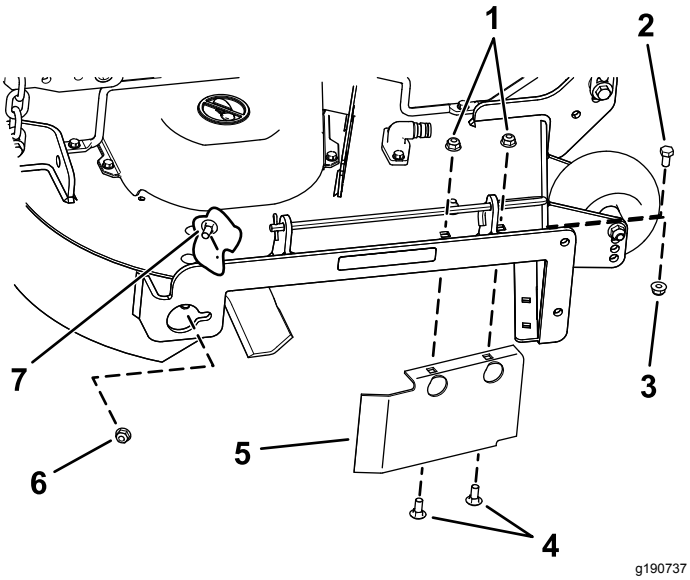

Figur 17
8. Fjern låsebolten (5/16 x 3/4 tomme) og låsemutteren (5/16 tomme) på bakveggen av klippeenheten som fester skjermen til klippeenheten (Figur 17).
9. Finn skjermvernet på den fremre kanten av sideutslippsåpningen (Figur 17).
10. Fjern festene som fester skjermvernet og den høyre skjermen til klippeenheten (Figur 17).
13. Monter festene du fjernet tidligere i de fremre hullene i utslippsplaten og fremover hull i klippeenheten (Figur 17).